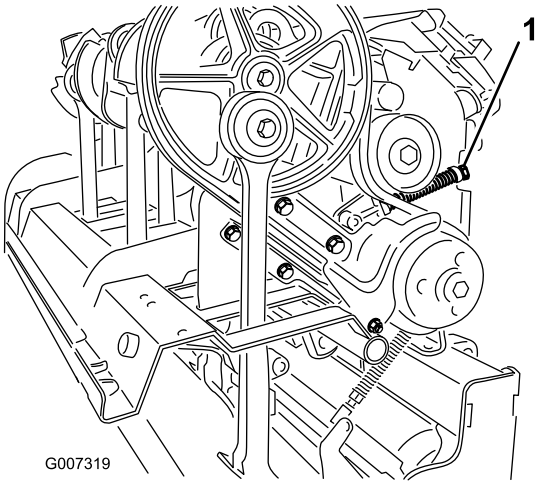

Figur 33
4. Løsne låsemutteren som fester fjærholderen (Figur 33) og roter fjærholderen for å utløse fjærspenningen til lederullen.